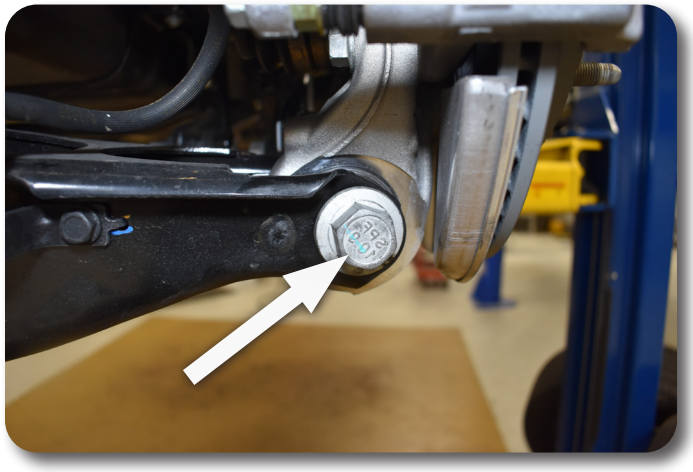

Figure 6
9. Disconnect control arm from bearing knuckle. Figure 6